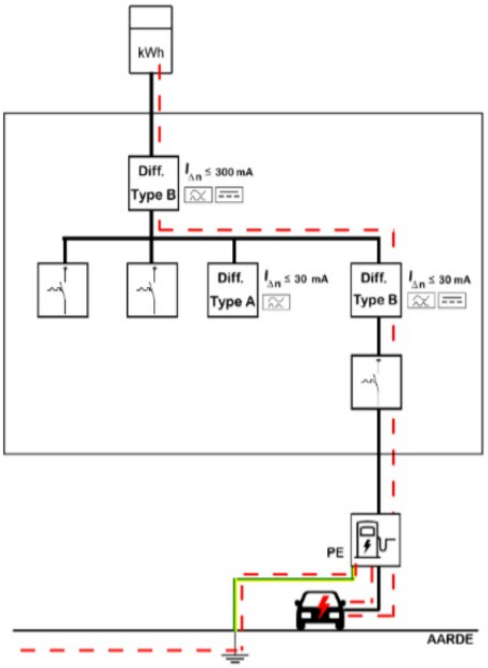

Figuur 31: Type B-differentieel ondergeschikt aan type B-hoofddifferentieel
- Een type B differentieelstroombeschermingsinrichting vóór de laadinrichting installeren, waarbij de differentieelstroombeschermingsinrichtingen stroomopwaarts dan *niet* van type A mogen zijn (maar wel van het type B of A-EV) (zie figuur 31).